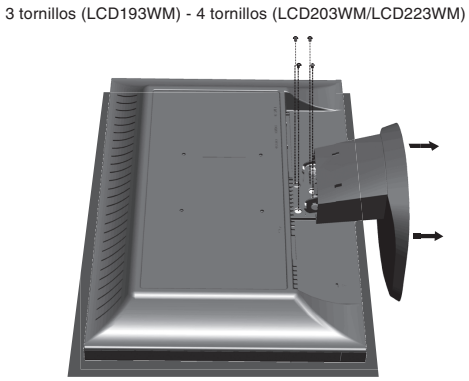

Figura R.2
4. Retire los 3 tornillos (LCD193WM) o los 4 tornillos (LCD203WM/LCD223WM) que unen el monitor al soporte y retire el soporte como se indica (**figura R.2**).